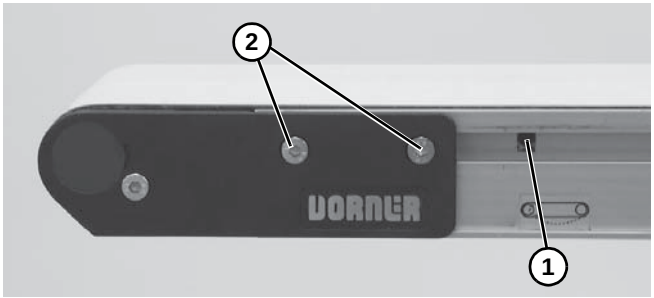

Figure 8
5. With a 5 mm hex-key wrench, rotate pinion gear **(Figure 8, item 1)** to tension the conveyor belt. Tighten fastening screws **(Figure 8, item 2)** on both sides of conveyor to 60 in-lb (7 Nm). For proper tensioning, refer to "Conveyor Tension End Adjustment" on page 17.